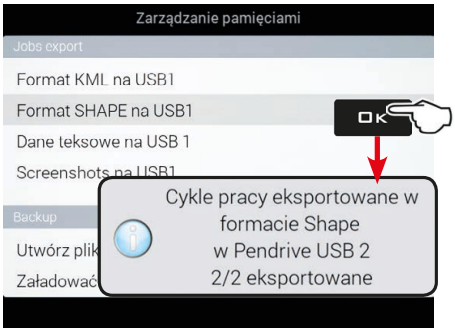

Rys. 297
- Wybrać pozycję **Format SHAPE na USB 1** (Rys. 297) i nacisnąć **OK**.